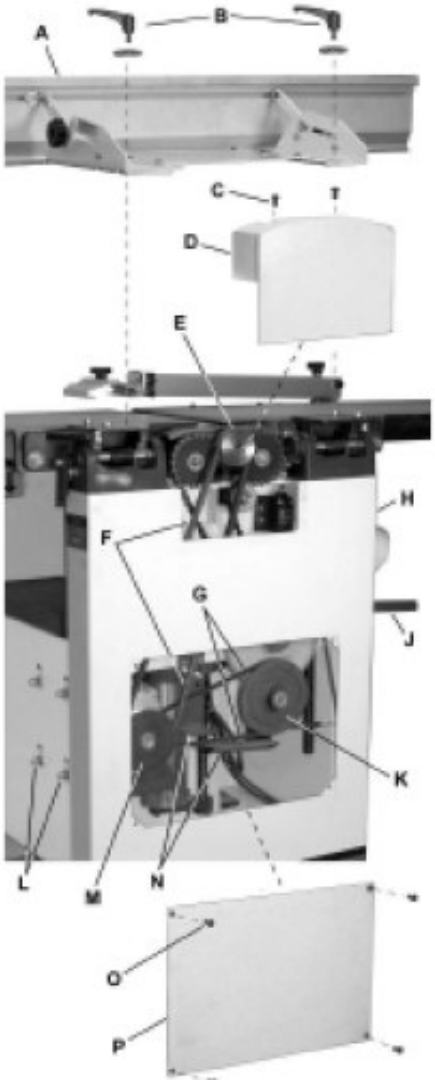

Abb.5-10:Auswechseln des Riemens
4. Drehen Sie den Messerkopf (Pos. E), bis Messer Nummer eins die 12-Uhr-Position erreicht. Diese Position entspricht dem höchsten Punkt des Messers im Schnittbogen (Pos. C, Abb. 5-10).